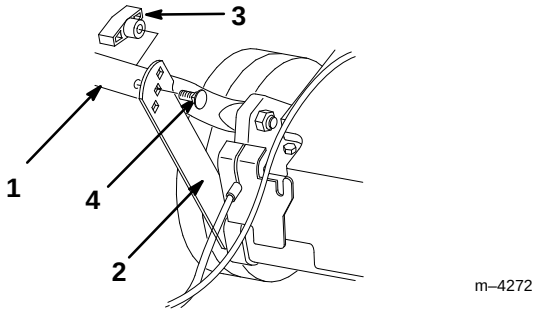

Abbildung 2
1. Die vier Schrauben und Knöpfe in der unteren Griffstange entfernen (zwei Schrauben haben einen flachen Kopf und die beiden anderen haben einen an die Griffstange angepaßten Kopf (Abb. 2).
2. Die untere Griffstange nach hinten und die Haltebügel nach oben schwenken und die Bügel auf die Löcher in der Griffstange ausrichten (Abb. 2).
3. Die Griffstange mit den beiden flachen Schrauben und zwei Knöpfen an den Haltebügeln befestigen. Dabei die Höheneinstellöffnungen an den Bügeln verwenden, die am besten zur Größe der Bedienungsperson passen (Abb. 2).